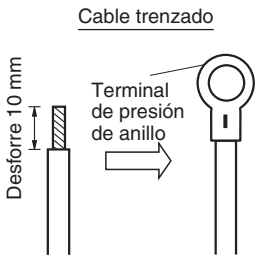
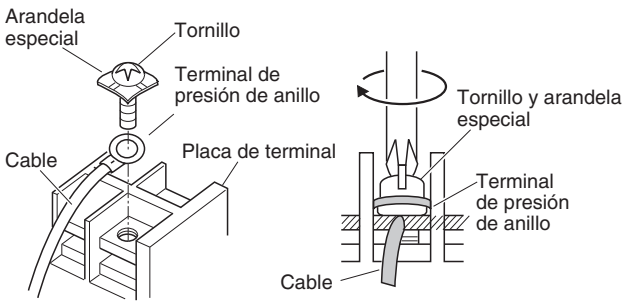

Fig. 4-7
Fig. 4-8
(1) Corte el extremo del cable con alicates de corte, y desforre el aislante para exponer el cable trenzado unos 10 mm y retuerza con fuerza los extremos del cable. (Fig. 4-7)
(2) Utilizando un destornillador de cabeza Phillips, extraiga los tornillos del terminal de la placa de los terminales.
(3) Utilizando un fijador de conector de anillo o alicates, fije con seguridad cada extremo del cable trenzado con un terminal de presión de anillo.
(4) Coloque el terminal de presión de anillo y vuelva a colocar y apretar el tornillo del terminal extraído con ayuda de un destornillador. (Fig. 4-8)